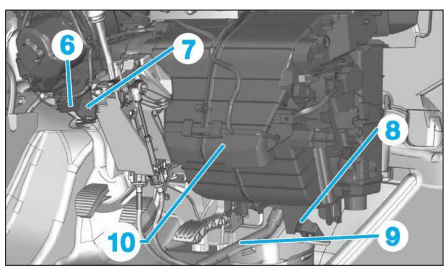

**Fig. 14**
- la vis (6) **(Fig.14)**,
- la vis (7),
- la vis (8).
• Désaccoupler le tuyau d'évacuation d'eau de condensation (9).
• Déposer le bloc chauffage-climatisation (10).